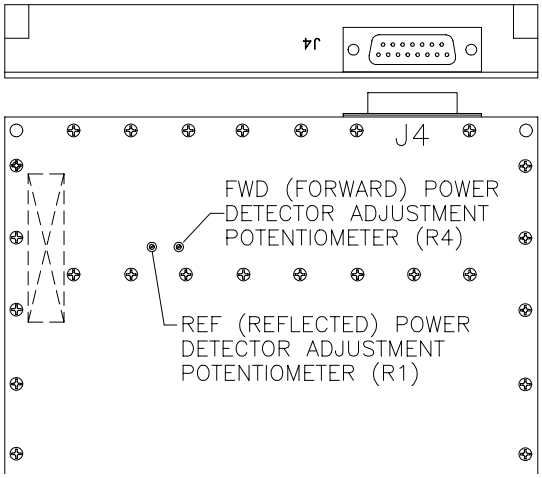

Figure 6-62 Driver Input Control Alignment Pot Locations
12. It is assumed the RF signal being applied to the transmitter input is between 8.5 and 11 dBm. On the rear of the Driver Input Control Assembly, adjust the *FWD* detector (the port-hole furthest from the edge of the assembly, see Figure 6-62) so that the SCMI display reads 9.5 to 10.0 dB.
14. On the rear of the Driver Input Control Assembly, adjust the *RFL* detector (the port-hole closest to the edge of the assembly, see Figure 6-62) so that the SCMI display reads 0 dB.